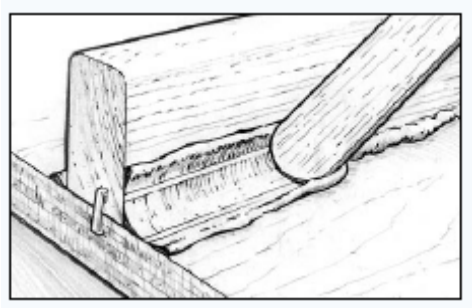

Рис.13. Сформируйте и разровняйте стык
2. Сформируйте излишки загущённой смолы в скругление, протаскивая её вдоль шва с помощью закруглённой палочки, оставляя гладкую поверхность в форме свода, ограниченную с обеих сторон кромкой. За пределами сформированного скругления останется некоторое количество материала *(Рисунок 13*), который может использоваться для заполнения пропущенных участков. Разравнивайте материал до тех пор, пока вы не будете удовлетворены внешним видом стыка. Палочка для смешивания обеспечит радиус скругления в 10 мм. Для формирования скругления с большим радиусом используйте пластиковый скребок 808, обрезанный в необходимой форме или выгнутый с нужным радиусом.